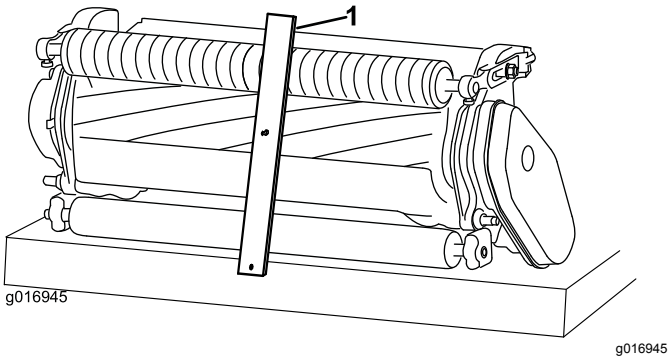

Figur 15
2. Haka på klipphöjdsmätarens skruvhuvud på höger sida av underknivens skäregg och vila stångens bakände mot den bakre rullen (Figur 15).